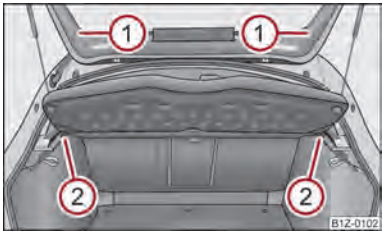

Fig. 59 Removing the luggage compartment cover
– Unhook the support straps ① ⇒ fig. 59.
– Pull the cover out of the holder ② horizontally to the rear.
– Install again by pushing the luggage compartment cover forwards into the holder ② and hanging the support straps ① on the boot lid.